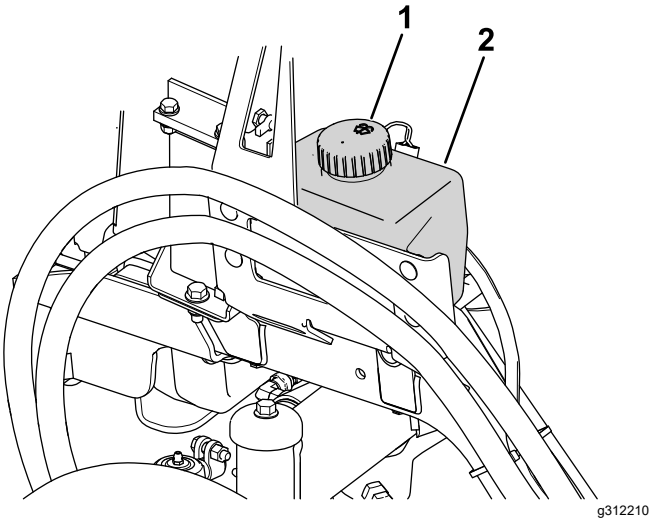

**Figura 90**
1. Togliete il tappo (Figura 90) dal serbatoio.